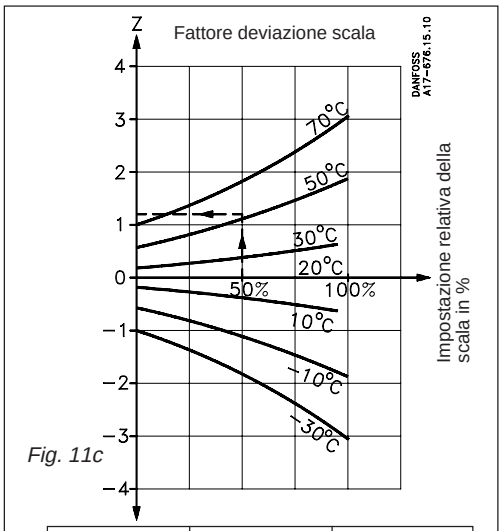

Fig. 11c
Z può essere ricavato dalla fig.11C, mentre a è il fattore di correzione ricavato dalla tabella.
Fattore di deviazione scala (si veda fig. 11c): + 1.2 (Z)